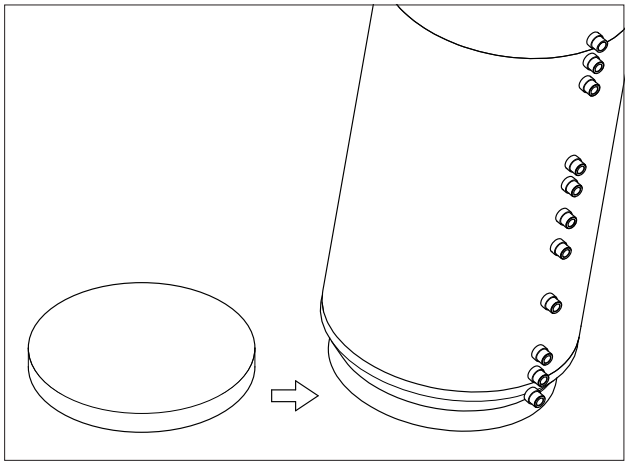

*Abb. 8 Kippen des Speichers zum Einlegen der Bodenisolierung.*
- Speicher seitlich kippen und das Innenteil der Bodenisolierung einlegen (Abb. 8).